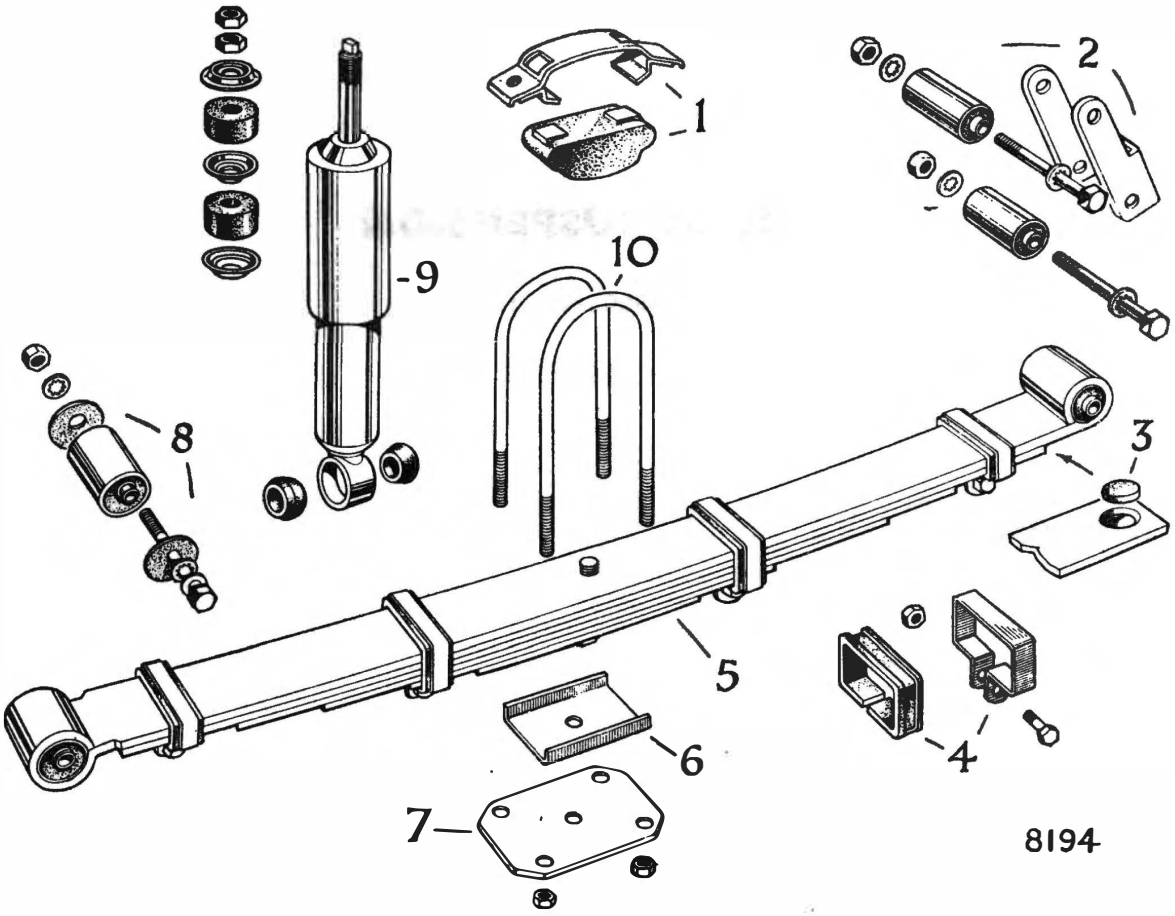

Fig. 1. *Components of rear suspension*
The breather is housed under a domed cap situated on top of the axle casing to the right of the differential housing. (See Fig. 1, item 2).